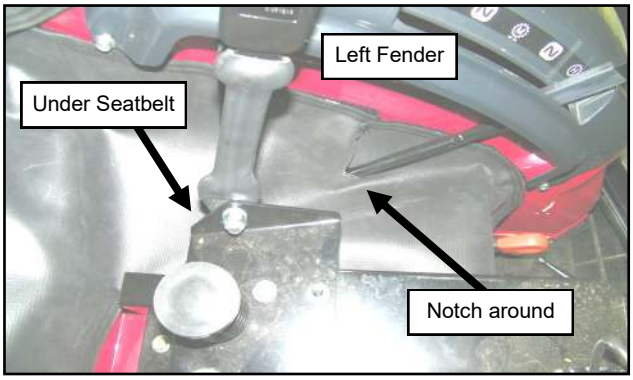

Fig. 24.4a (Install Under Seat Filler)
24.4 Slide the slits in the filler around the control levers on each fender and adhere. On the left side, the filler goes under the seat belt, over the PTO controls, and notches around the transmission lever. On the right side, the filler also goes under the seat belt, and notches around the 3 point hitch lever. See Figures 24.4a and 24.4b.